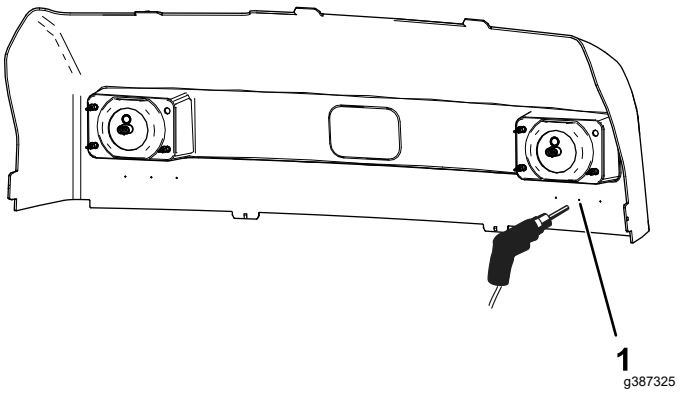

**Figur 2**
1. Find de 3 prikker på indersiden af motorhjelmen under hver forlygte, og find den midterste prik som vist i Figur 2.